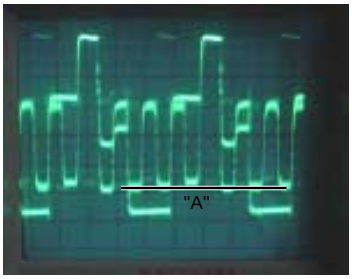

Fig. 2-4
5. Press the VOL. UP/DOWN button on the remote control until the section "A" becomes a straight line **(Refer to Fig. 2-4)**.